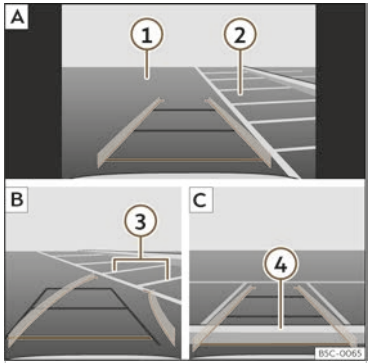

Fig. 163 Display on the infotainment system display: parking with reverse assist.
Key to ››› **Fig. 163**:
- Stop the vehicle in front of the parking space ››› **Fig. 163** 2 A.